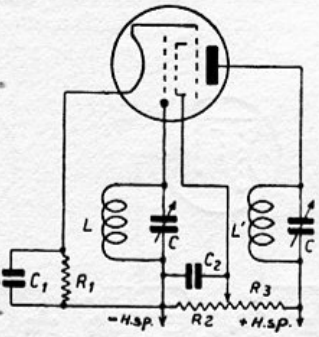

Fig. 69. Schakeling van een pentode. R_1 met C_1 = polarisatie. R_2, R_3 met C_2 voor de spanning van het schermrooster.
W. — Precies! Je ziet dus, dat de pentode een verbetering is van de tetrode en dat hij gemaakt is om de zeer nadeelige uitwerking van de secondaire emissie te doen verdwijnen. Ziehier (fig. 69), hoe een versterkertrap met een pentode wordt geschakeld. De weerstanden R_2 en R_3, die tusschen de polen van de hoogspanningsbron zijn geplaatst, dienen om de potentiaal van het schermrooster ten naaste bij op de helft van die spanning te houden. Wat den condensator C_2 betreft, zijn rol bestaat uit het laten passeeren van een zwakken hoogfrequenten stroom, die in het schermrooster wordt opgewekt door electronen van den stroom, die van de kathode naar de plaat gaan en die door het schermrooster worden opgenomen.